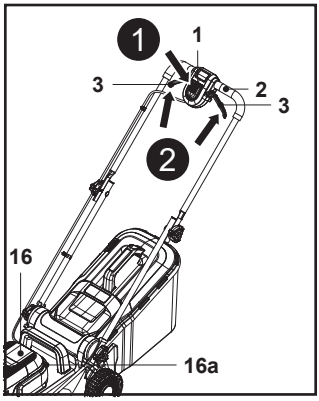

**Rys. 16**
**UWAGA:** Aby uruchomić maszynę, należy nacisnąć przełącznik bezpieczeństwa (1), a następnie ścisnąć dźwignie uruchamiania (3). Wykonanie tych czynności w odwrotnej kolejności nie spowoduje uruchomienia maszyny.
1. Unieść pokrywę magnetyczną (15c) i otworzyć pokrywę komory akumulatora (15), następnie wsunąć do końca akumulator (24).
2. Ostrożnie zamknąć pokrywę komory akumulatora (15).
3. Stanąć za uchwytem (2).
4. Nacisnąć i przytrzymać przełącznik (1), a następnie pociągnąć dźwignie uruchamiania (3) w stronę uchwytu (2) i przytrzymać je w tym położeniu (rys. 16, kroki 1, 2).